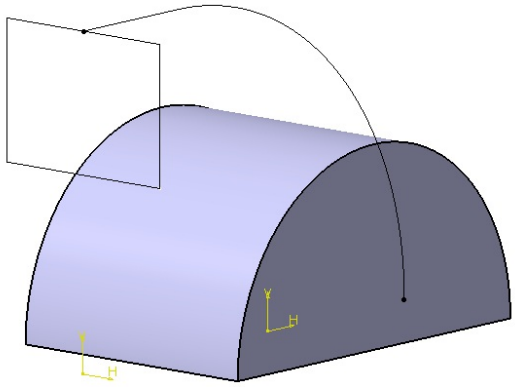

Figure 9-58 *Sketches for the rib feature*
6. Exit the **Sketcher** workbench. The model after drawing the sketch is shown in Figure 9-58.